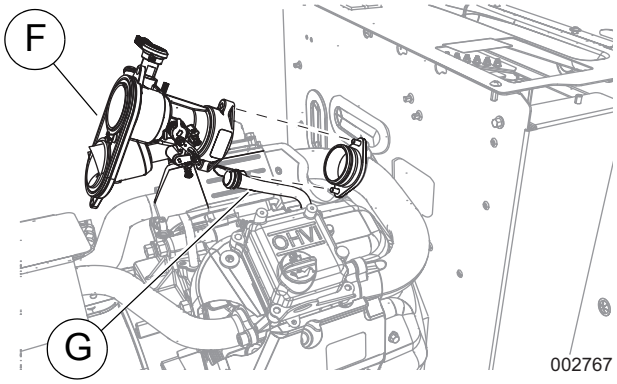

Рисунок 9. Отсоединение смесителя
4. См. *Рисунок 9*. Отсоедините и снимите смеситель (F), чтобы получить доступ к шлангу сапуна (G).